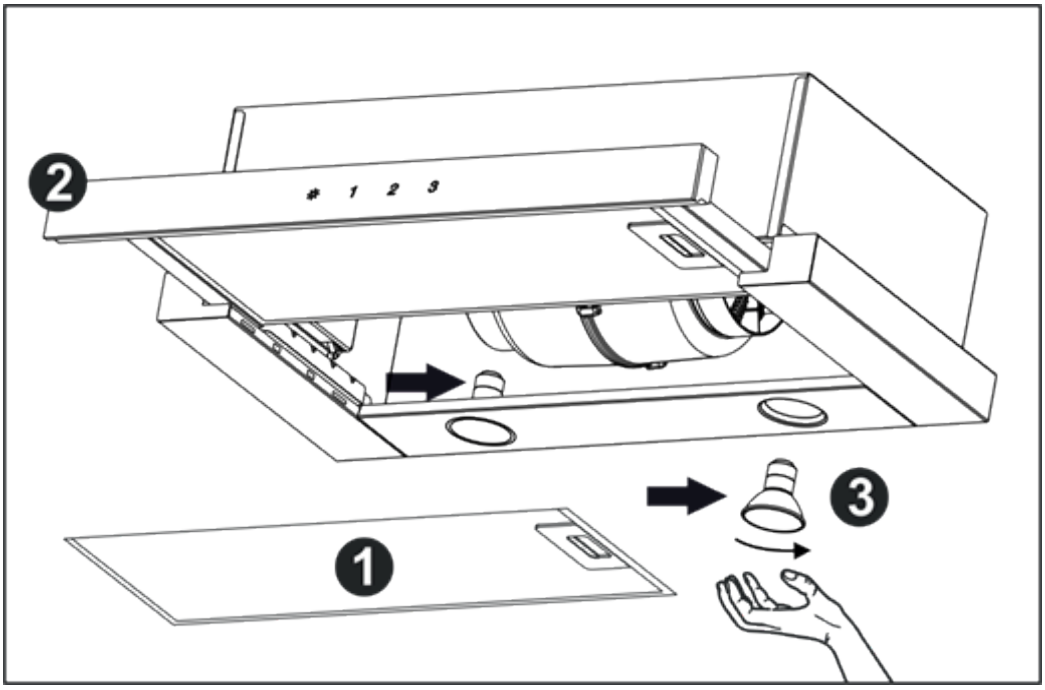

Рис.7
8.9 На вытяжке установлении HALOGEN лампы для освещения рабочей зоны плиты. перед началом замены ламп освещения необходимо отключить вытяжку от электросети, дать возможность остыть лампам. Для замены лампы необходимо снять алюминиевый фильтр 1, вытянуть выдвижную панель с фильтром 2, отжать держатель патрона на себя, чтобы лампа 3 вышла из корпуса вытяжки, удерживая держатель патрона, слегка надавить на лампу в направлении патрона и, повернув ее против часовой стрелки, вынуть из корпуса вытяжки (рис.7).